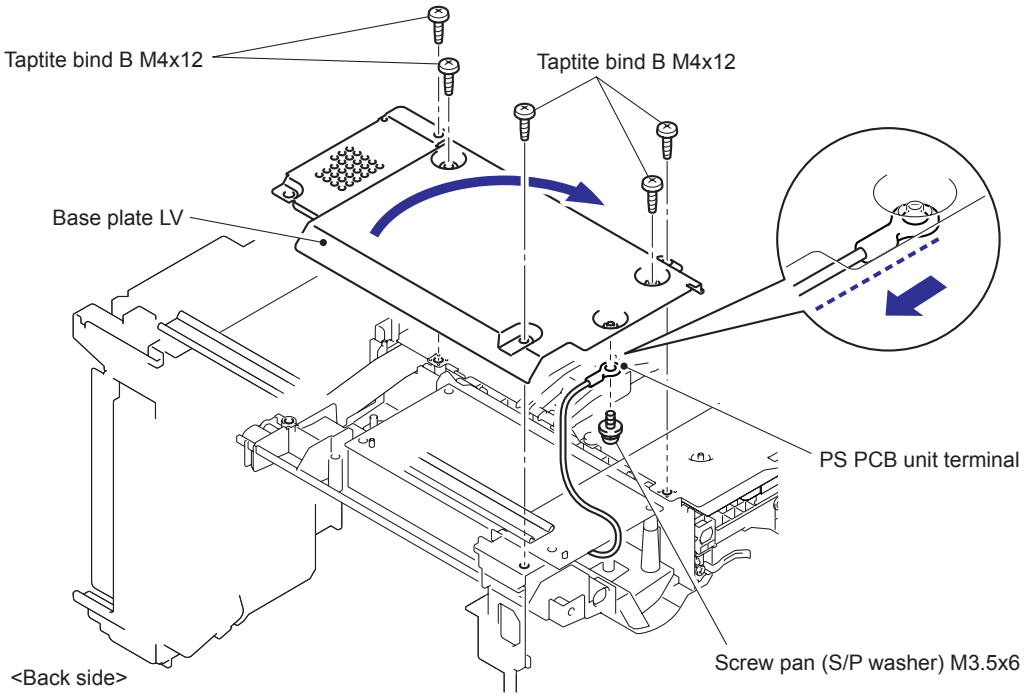

Fig. 5-92
- When assembling the Base plate LV, Direct the cable side of the PS PCB unit terminal to the backward (Fig. 5-92: To the direction of an arrow of the enlarged illustration.), and align parallel the PS PCB unit terminal with the side of the Base plate LV.
(4) Remove the two bind B M4x12 Taptite screws, and then remove the LV insulation sheet.